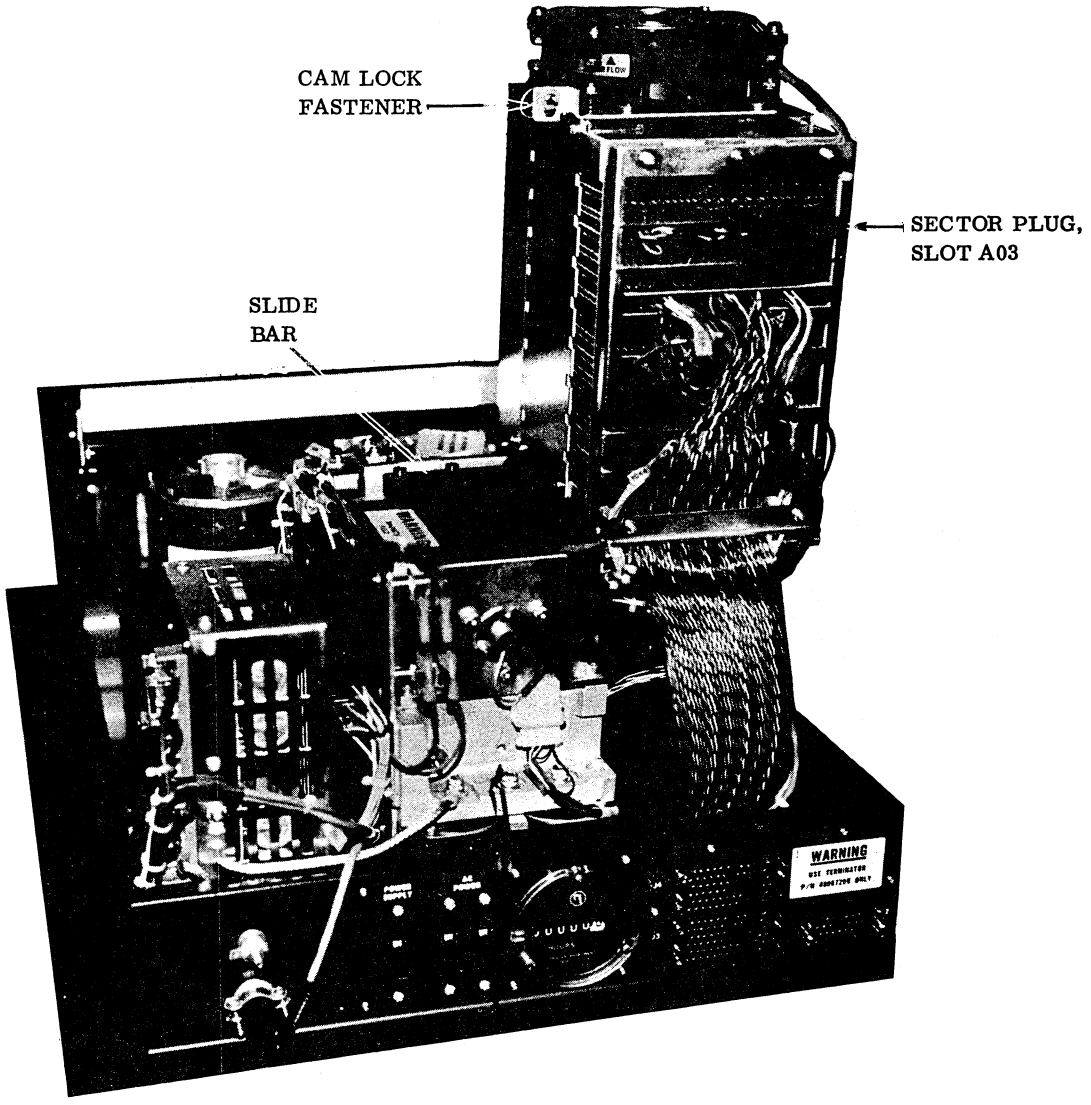

Figure 6J-30. Storage Module Drive Sector Plug.
3. Pull the control unit out on its sliding rails and remove the cover from the power supply by removing the six screws (figure 6J-29).
4. Identify and remove the wires from the faulty power supply (figure 6J-29).
4. Remove the four mounting screws on the +5 V dc power supply, release the cable straps on the front of the power supply, and lay the power supply back to expose the circuit breakers underneath (figure 6J-29).